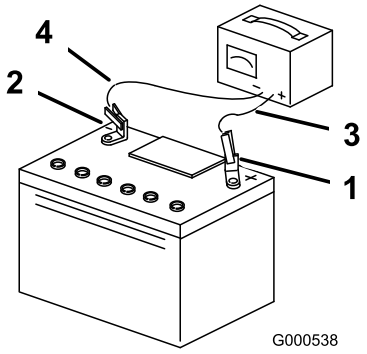

Figur 43
3. Når batteriet er fuldt opladet, skal du tage opladeren ud af stikkontakten og dernæst koble opladningskablerne fra batteriets poler (Figur 43).